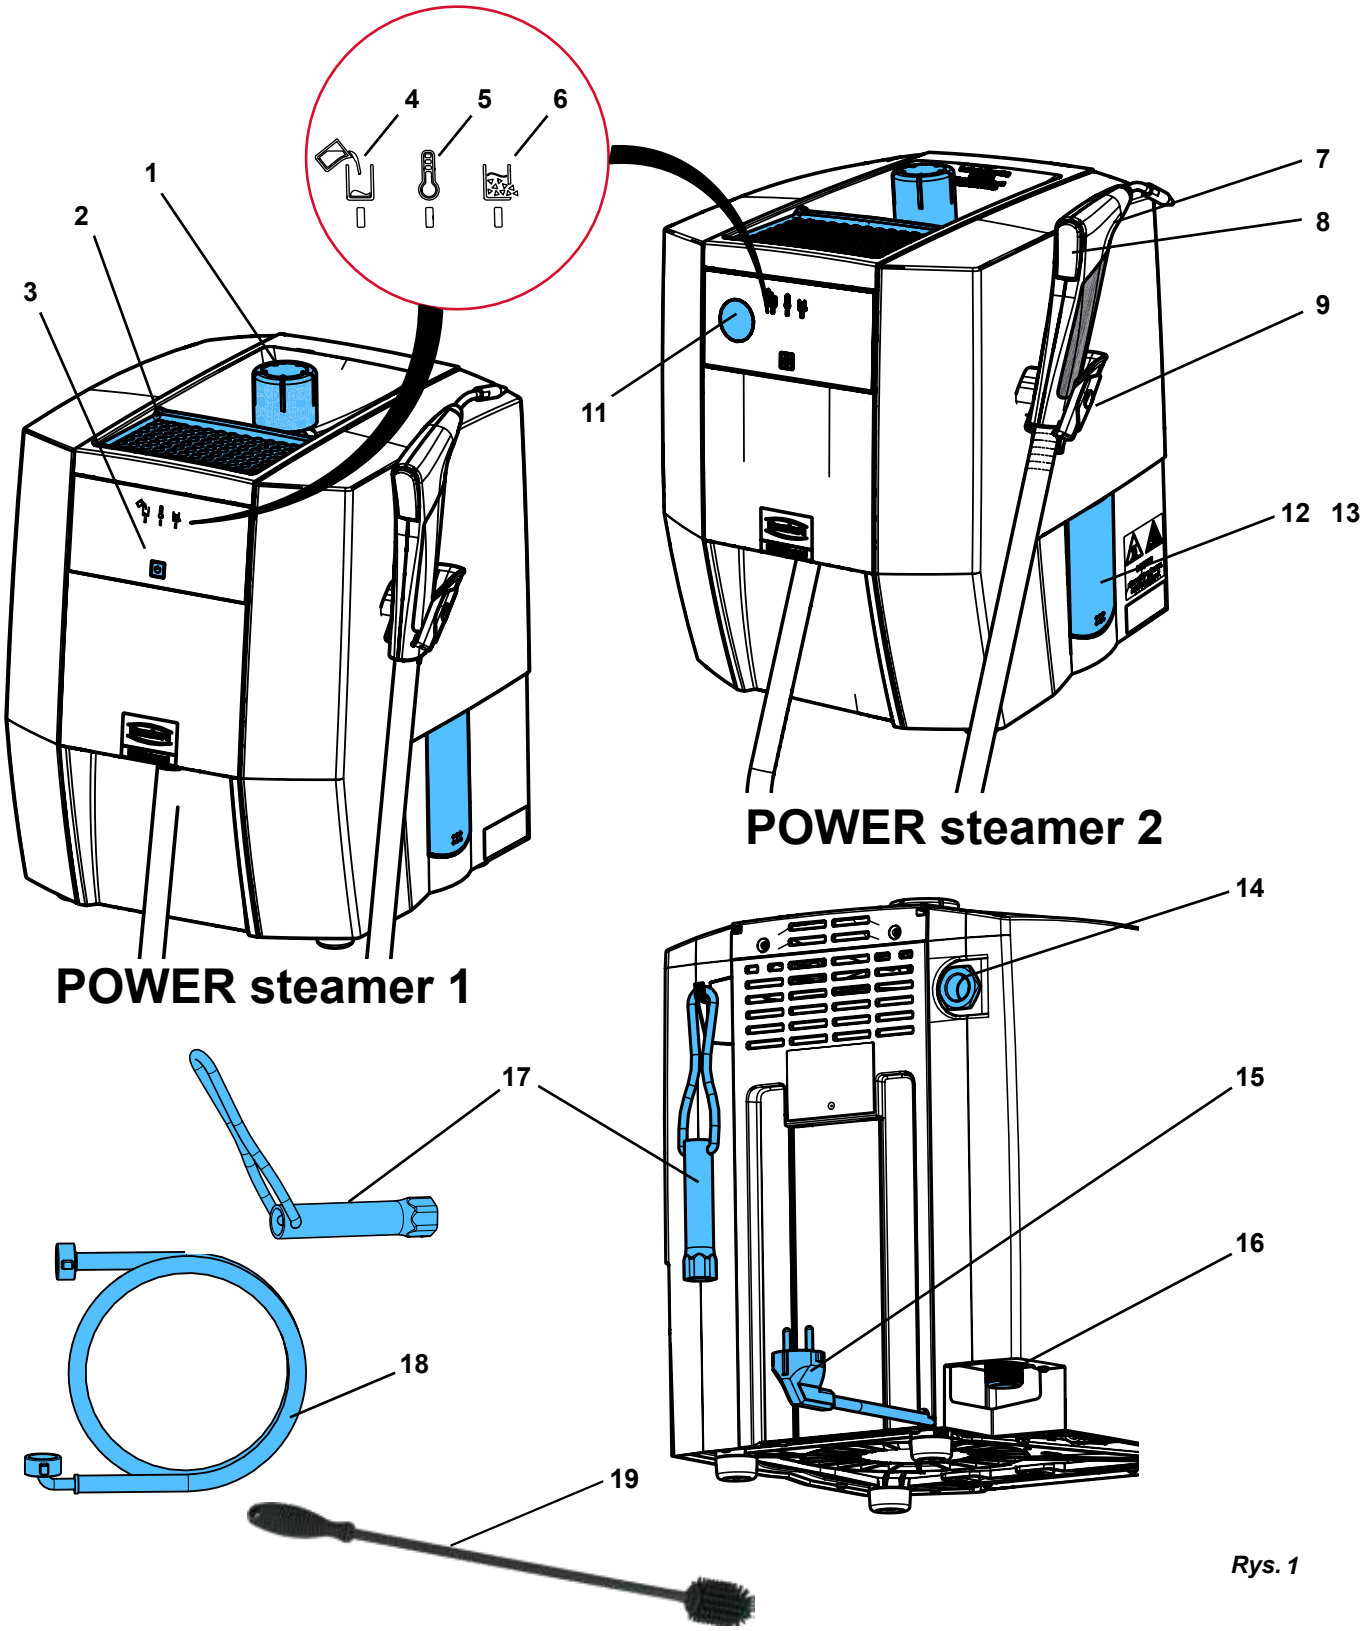

Rys. 1
- ► **Urządzenie należy ustawić w taki sposób, aby nie było zagrożenia w przypadku wydostania się pary z wylotu zaworu bezpieczeństwa (14, Rys. 1).**
Modele gipsowe lub modele z materiałów inwestycyjnych można umieścić na tacy modelowej (2, Rys. 1) do wyschnięcia.
⇒ Wkręć korek wlewu paliwa (1, Rys. 1).
⚠ **Urządzenie należy ustawić w taki sposób, aby nie stwarzało zagrożenia w przypadku wydostania się pary z wylotu zaworu bezpieczeństwa (14, Rys. 1) (np. nie ustawiać urządzenia przed gniazdkiem elektrycznym).**
⚠ **Wylot zaworu bezpieczeństwa (14, Rys. 1) nie może być w żaden sposób zamknięty lub zablokowany.**
Niebezpieczeństwo związane z parą wodną pod ciśnieniem! Przed otwarciem pokrywy rewizyjnej należy upewnić się, że w zbiorniku ciśnieniowym nie ma już ciśnienia. W tym celu należy otworzyć i zdjąć korek wlewu paliwa (1, Rys. 1).
⇒ Ustawić urządzenie w taki sposób, aby woda mogła wypływać z otworu rewizyjnego (12/13, Rys. 1) do zbiornika.